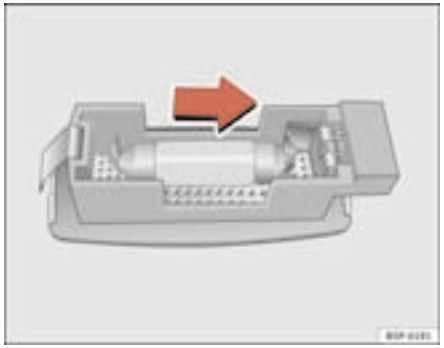

Fig. 176 Removing sunroof light
– Carefully remove the lamp, using the flat side of the screwdriver, as shown in the figure ⇒ fig. 176.
– Remove the lamp, moving it in the direction of the arrow and outwards ⇒ fig. 176.